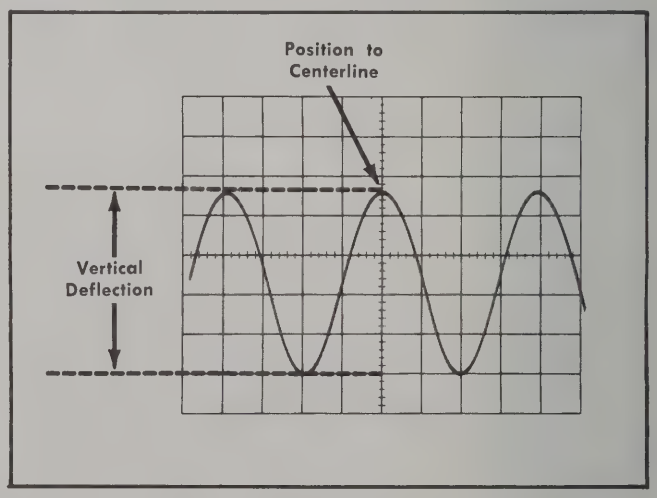

Fig. 2-10. Measuring peak-to-peak voltage of a waveform.
6. Turn the vertical POSITION control so the lower portion of the waveform coincides with one of the graticule lines below the centerline, and the top of the waveform is on the viewing area. With the horizontal POSITION control, move the display so one of the upper peaks lies near the graticule center vertical line (see Fig. 2-10).
Example. As an example of this method of measurement, assume that the peak-to-peak vertical deflection is 4.6 divisions (see Fig. 2-10) using a 10× attenuator probe and a VOLTS/DIV switch of .5.